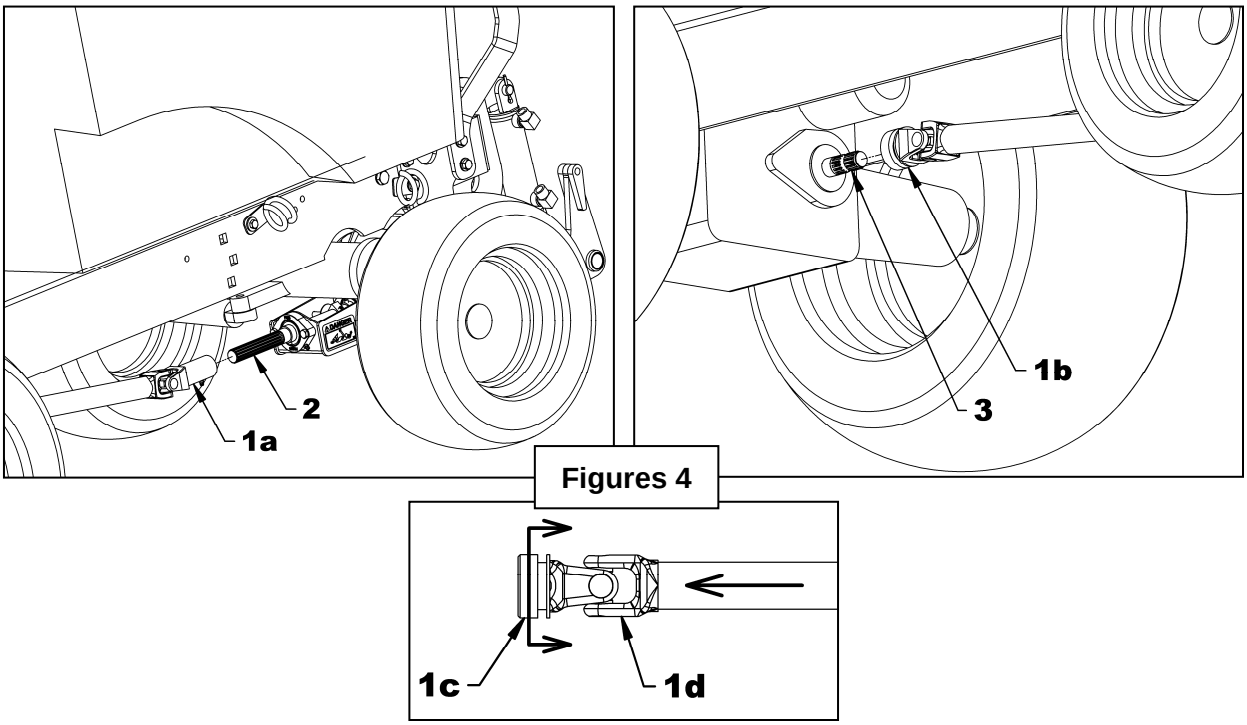

Figures 4
1. **Figures 4 :** Après avoir complété l'installation du sous-châssis sur le tracteur, insérer la fourche la plus longue de l'arbre à cardan fixe (item 1A) sur l'arbre de sortie du sous-châssis (item 2).
2. **Figures 4 :** Dégager le collet de blocage (item 1c) en le déplaçant vers l'arrière et pousser sur la fourche (item 1d) pour connecter l'arbre à cardan fixe sur la prise de force ventrale du tracteur (item 3). Relâcher la fourche et assurez-vous que le collet de blocage a bien repris sa place. Tirer et pousser sur l'arbre à cardan pour s'assurer qu'il est bien barré.